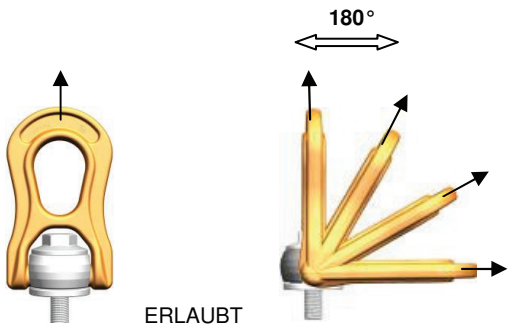

Bild 1
Belastung: Tragfähigkeit lt. Prüfzeugnis bzw. Tragfähigkeitstabelle in den angegebenen Zugrichtungen – siehe Bild 1
- - Zugrichtung nicht im vorgegebenen Bereich lt. Bild 1 liegt
- Belastung darf nur in der vorgegebenen Richtung (siehe Bild 1) mit der Tragfähigkeit lt. Tabelle erfolgen.